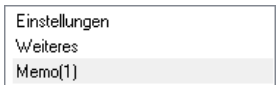

Bild 16.20 – Der Hauptabschnitt *Memo* weist einen einzelnen Eintrag auf.
- Hier geben Sie – spezifiziert nach *Anwender, Datum* (Default: Heute) und *Ersteller* – freie Beschreibungen und Texte in die großen Editierfelder ein. Bestätigen Sie mit *OK*, so wird der Eintrag im Hauptabschnitt *Memo* angezeigt und die Zählnummer im Listenfeld um eins erhöht (Abb. 16.20).